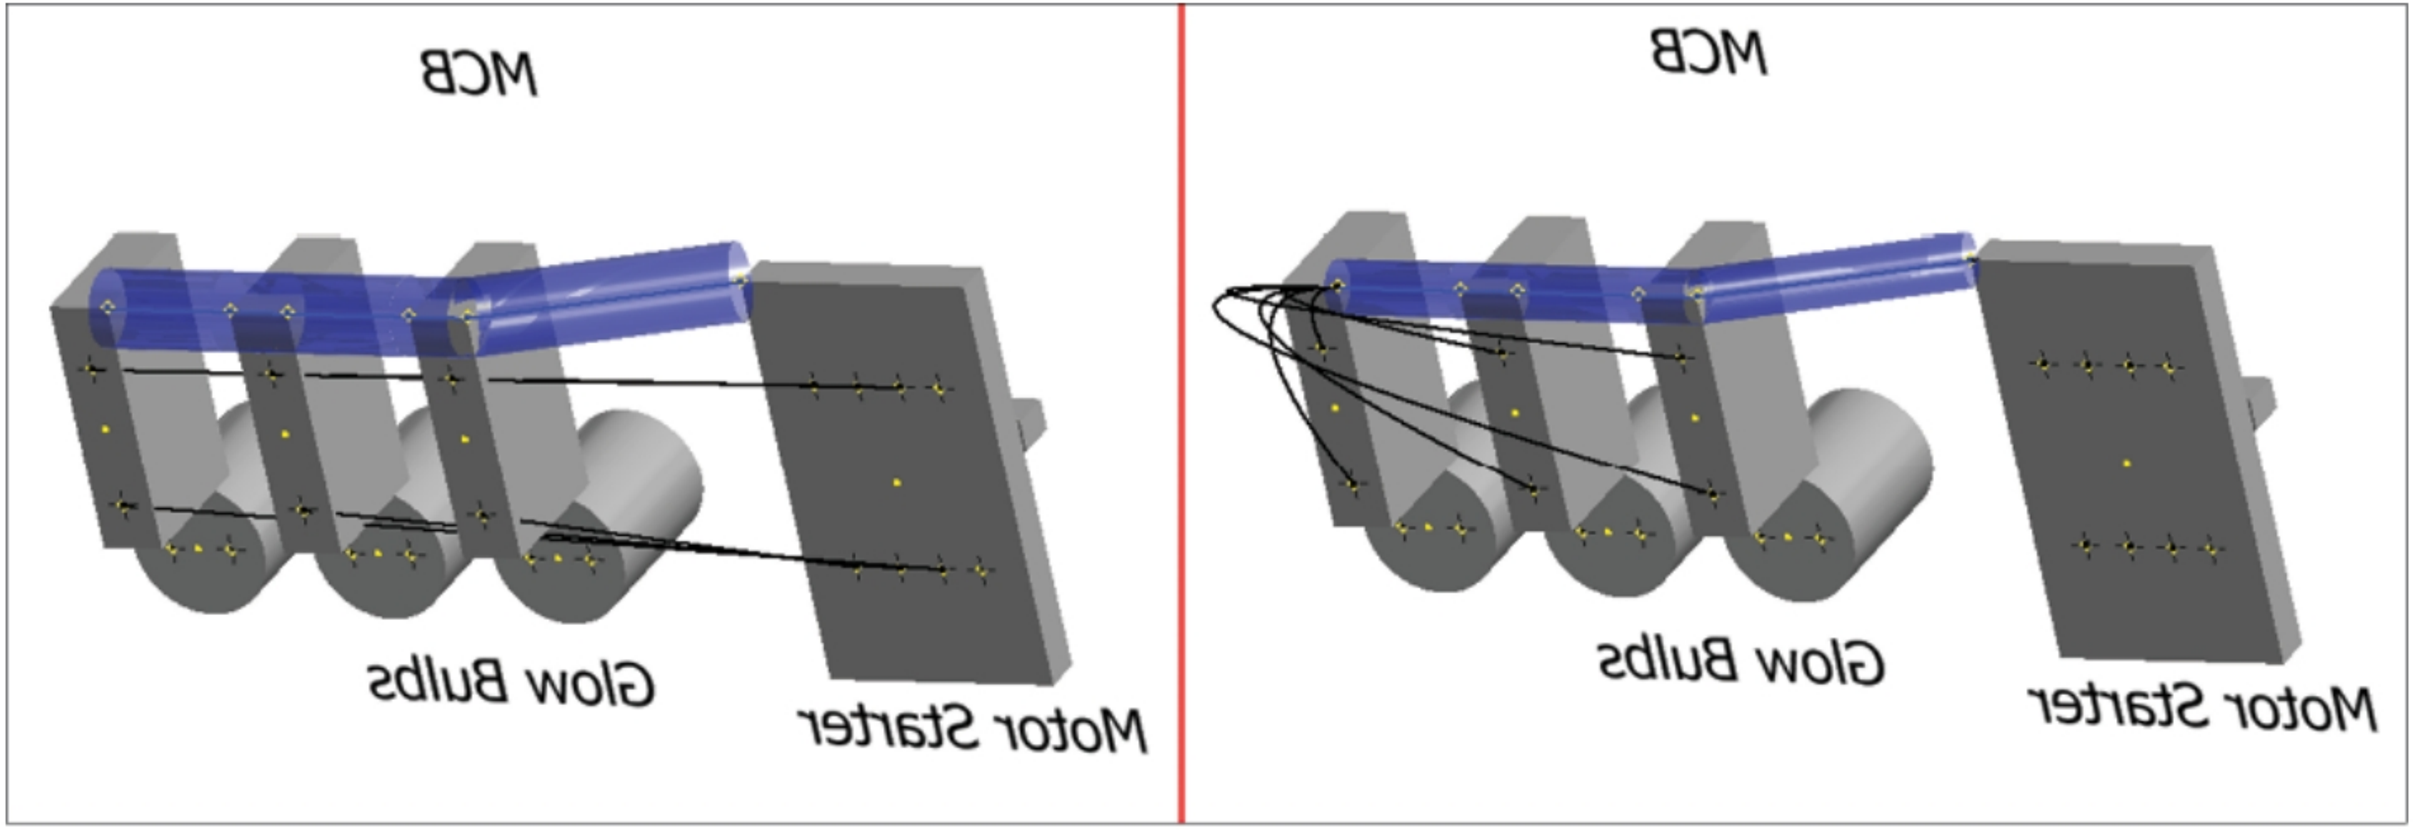

Figure-68. Wires after routing
- After selecting entities and parameters, click on the **OK** button from the dialog box. The wires will be routed through segments; refer to Figure-68.